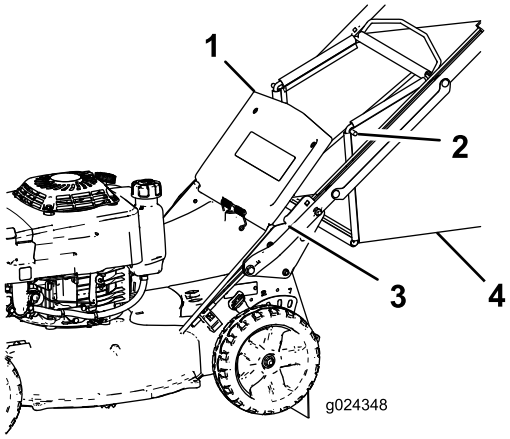

Figur 16
2. Höj och håll upp den bakre luckan (Figur 16).
4. Montera uppsamlarstångändarna i skårorna längst ned på handtaget och gunga uppsamlaren fram och tillbaka för att se till att stångändarna sitter längst ned i de två skårorna (Figur 16).
3. Ta bort gräsuppsamlarens stång från skårorna längst ned på handtaget (Figur 16).